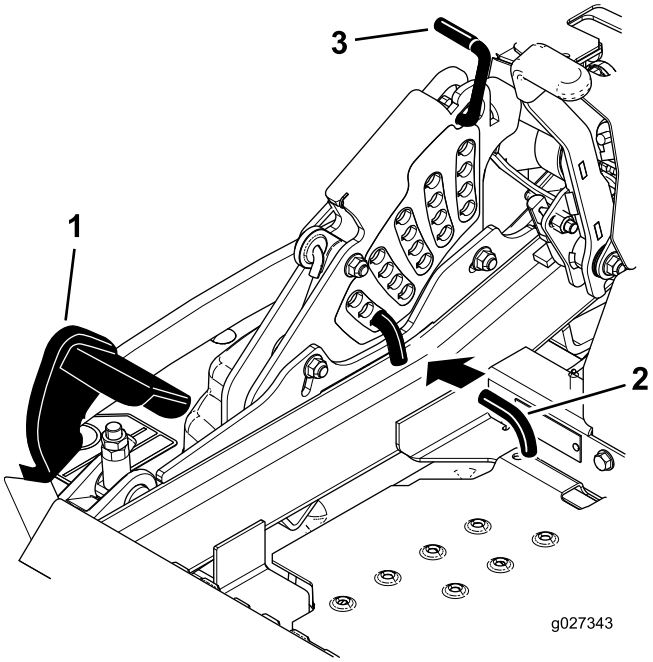

Figur 27
2. Træd på pedalen til skjoldløft og hæv plæneklipperskjoldet til transportpositionen (også klippehøjdepositionen 140 mm; se Figur 27.
3. Du kan justere højden ved rotere splitten 90 grader og fjerne splitten fra klippehøjdebeslaget (Figur 27).
4. Vælg det hul i klippehøjdebeslaget, som svarer til den ønskede klippehøjde, og sæt pinden i (Figur 27).